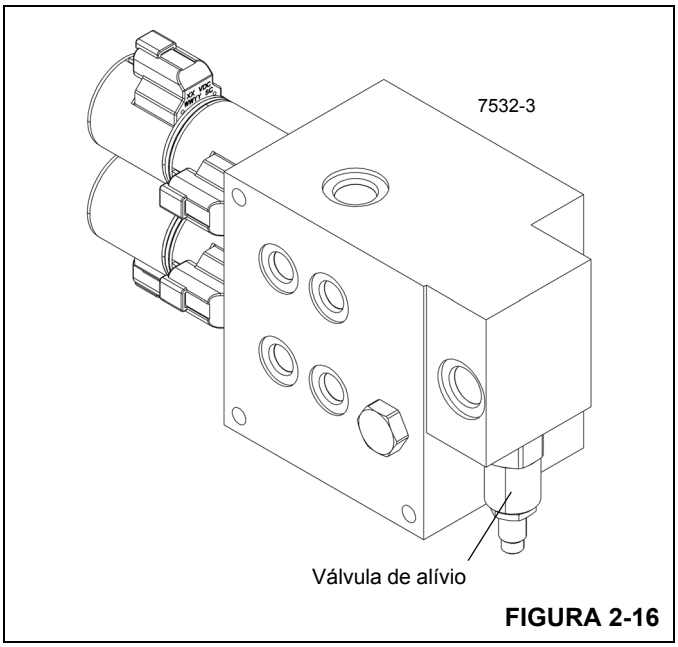

FIGURA 2-16
2. Com o motor na rotação máxima, retraia o cilindro do contrapeso e ajuste a válvula de alívio na válvula do contrapeso Figura 2-16 para 1750 psi ± 50 (12,1 MPa ± 0,4); gire para dentro para aumentar ou para fora para diminuir a pressão.